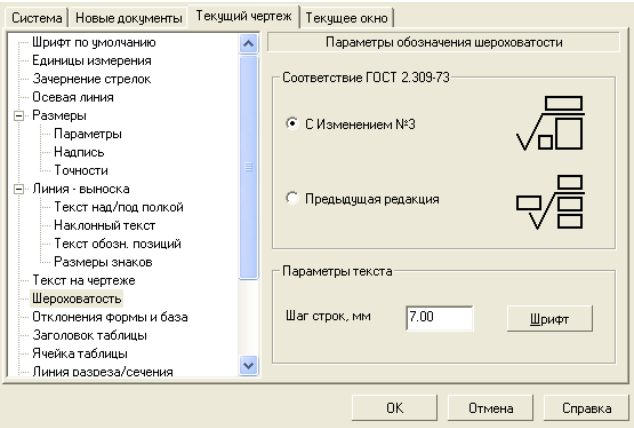

Рисунок 8.13 – Диалоговое окно Параметры с открытой вкладкой Текущий чертеж и панелью Параметры обозначения шероховатости
– щелкните в дереве элементов на вкладке *Текущий чертеж по пункту Шероховатость*. В правой части появится панель *Параметры обозначения шероховатости*, показанная на рисунок 8.13.